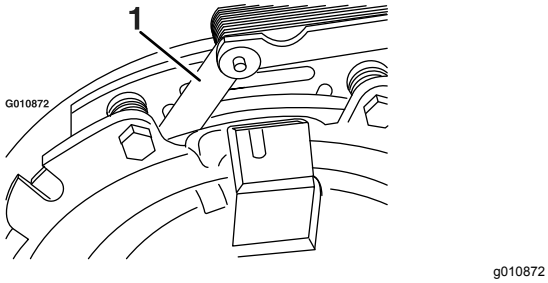
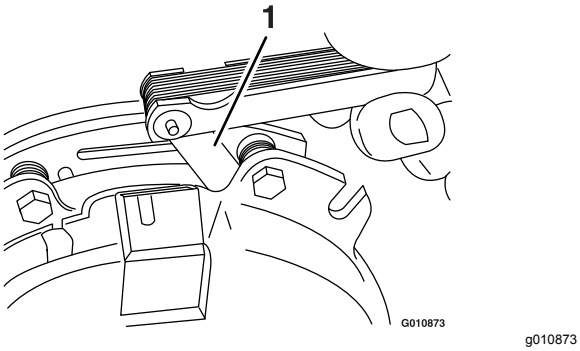

Figuur 76
Figuur 77
E. Gebruik een voelermaat van 0,25 mm dik om aan beide zijden van de remstang te controleren of er een opening is tussen de rotor en de armatuur, zoals getoond in Figuur 76 en Figuur 77.